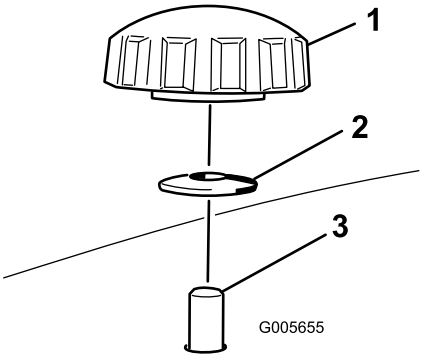
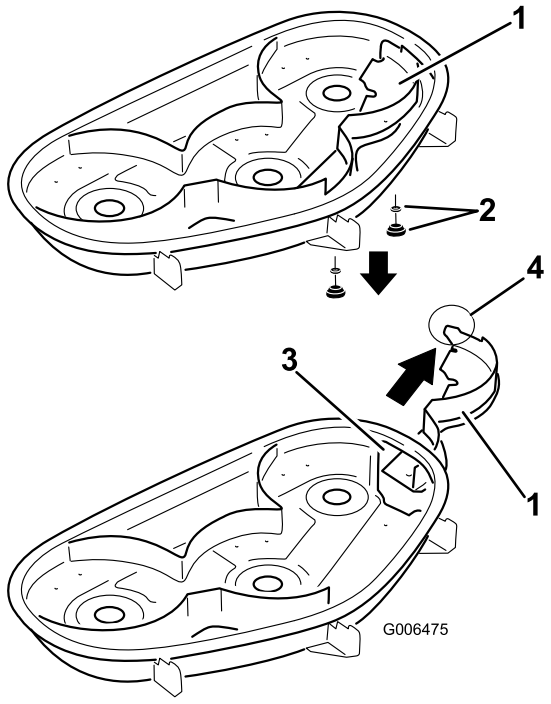

Figur 31
Figur 32
4. Ta bort de två vred och böjda brickor som fäster höger skärm vid klipparen, så som det visas i Figur 31.
5. Ta bort höger skärm och sänk ned gräsriktaren över utkastaröppningen, så som det visas i Figur 32 och Figur 31.
5. För höger skärm under klippardäcket och fäst den med två vred och böjda brickor (böjda sidan mot klipparen) i enlighet med Figur 31 och Figur 32.